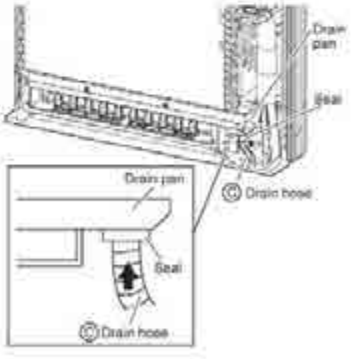

Fig. 2
- Insert the Ⓒ drain hose into the socket of the drain pan. (See **Fig. 2**) Fully insert the drain hose until it adheres to a seal of the socket.